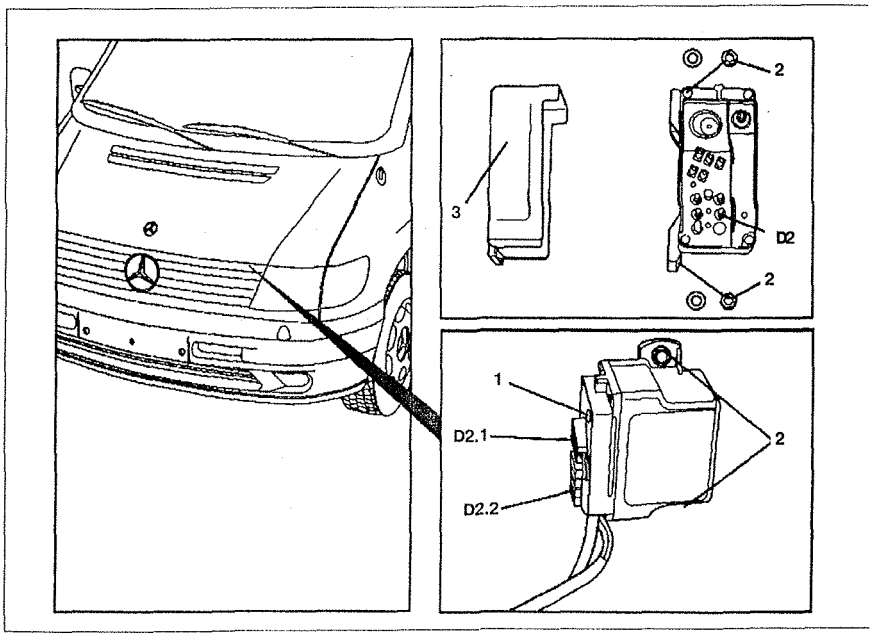

Рис. 4.73. Реле предварительного накала:
2. Снимите крышку **3** с реле предварительного накала **D2** (см.рис. 4.73).